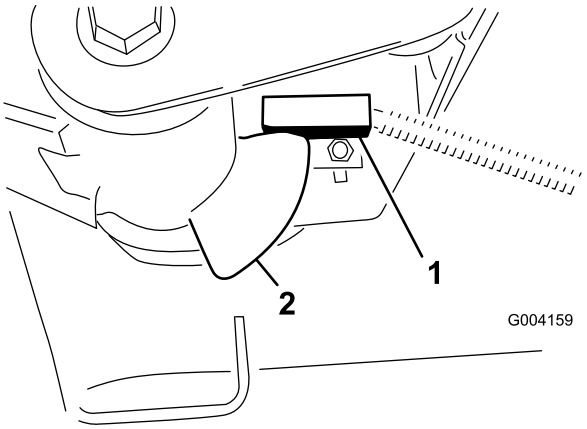

Rysunek 41
2. Przełącznik ramienia podnoszącego znajduje się pod zbiornikiem hydraulicznym za prawym przednim ramieniem podnoszącym (Rysunek 41).
3. Poluzuj śruby mocujące przełącznik (Rysunek 41) i przestaw przełącznik w dół, aby podnieść wysokość obrotu ramienia podnoszącego lub przestaw